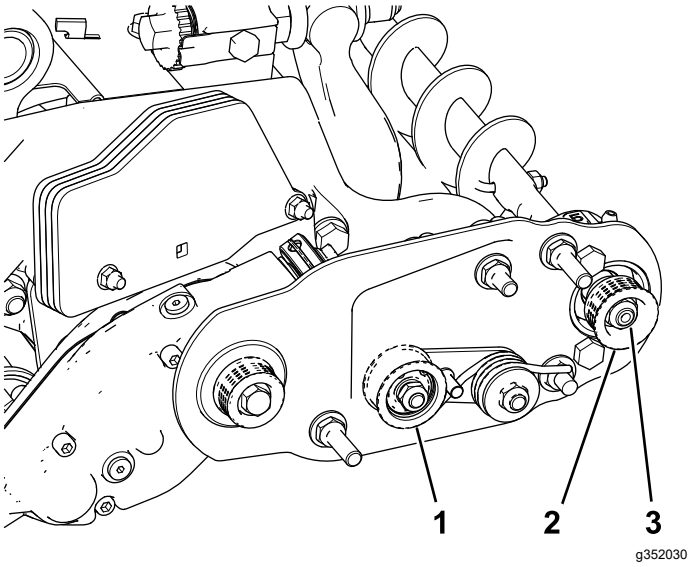

Figuur 24
Opmerking: De aangedreven poelie (bij de as van de rolborstel) kan naar binnen of naar buiten bewegen (Figuur 24).
2. Draai de messenkooi die de aandrijfpoelie laat draaien en verwijder de riem van de poelie (Figuur 24).
3. Verwijder de borgmoer waarmee de aangedreven poelie op de borstelas is bevestigd (Figuur 24 of Figuur 25).